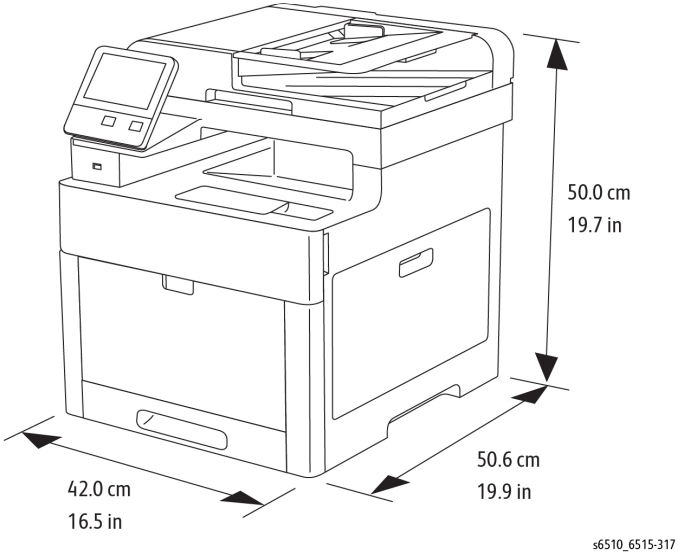
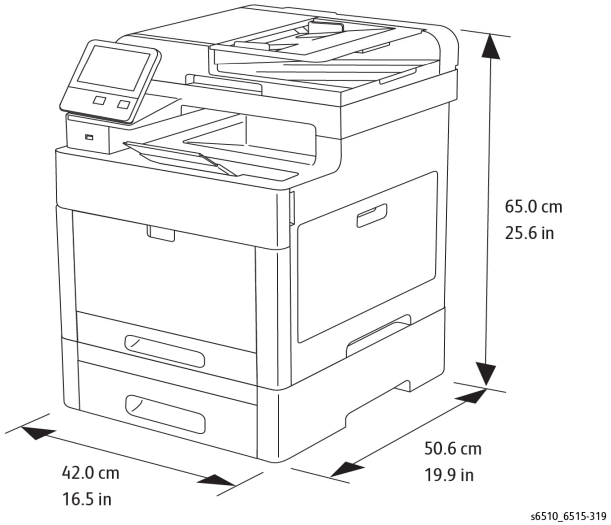
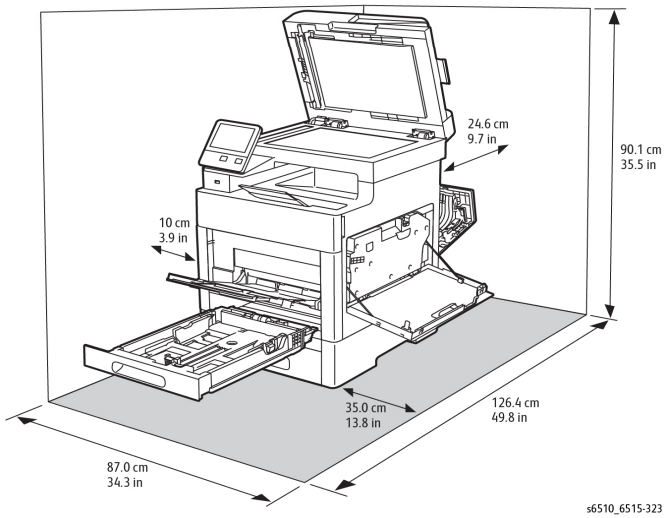

Figure 1
Figure 2
Figure 4
Refer to Table 1 for the printer mass. The dimensions shown in Figure 1 and Figure 2 are with Bypass Tray cover, ejection stacker, and scanner cover closed.
1. In order to function properly, the printer must be placed on a flat surface with the following minimum clearances shown in Figure 2 (WorkCentre 6515) and Figure 4 (WorkCentre 6515 with option 550-sheet feeder).